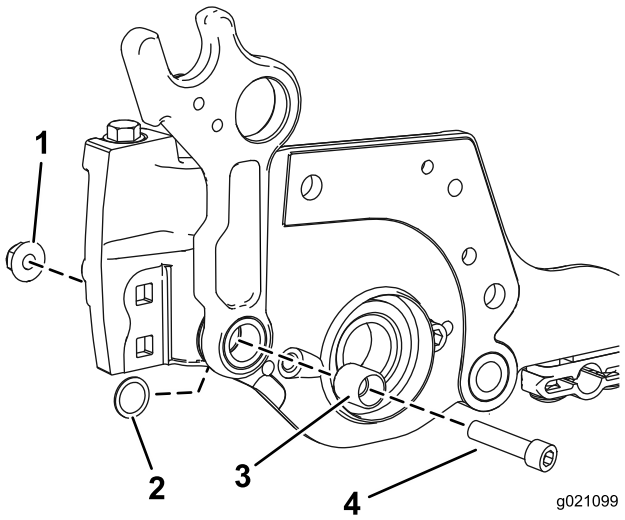

Figur 5
5. Montera en skruv (3/8–16 x 1 1/4 tum) och en ny bricka och fäst dem med muttern som medföljde i satsen (Figur 5).
Obs: Se till att planbrickan sitter mellan ramen och sidoplåten och att planbrickan har placerats runt distansbrickan i enlighet med Figur 5.